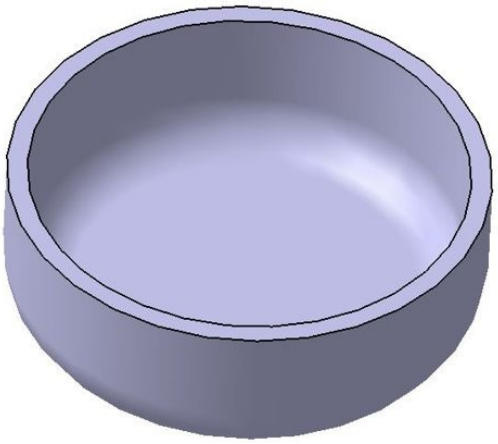

Figure 8-103 *The model after creating the shell feature*
b. Shell the model and remove the bottom face of the model, refer to Figure 8-103.
2. Select the bottom face of the base feature as the face to be removed. The rotated view of the model after shelling is shown in Figure 8-103.